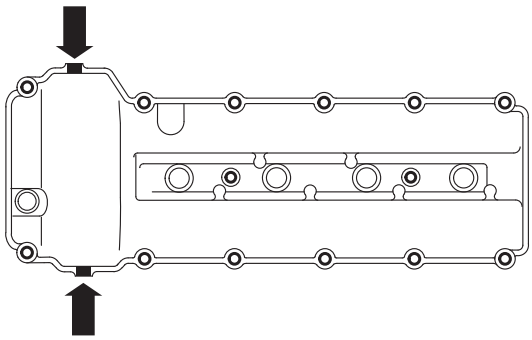

Figure C03-10-102
6. Apply a 6 mm diameter sphere of silicon RTV sealant at the positions shown in Figure C03-10-102.